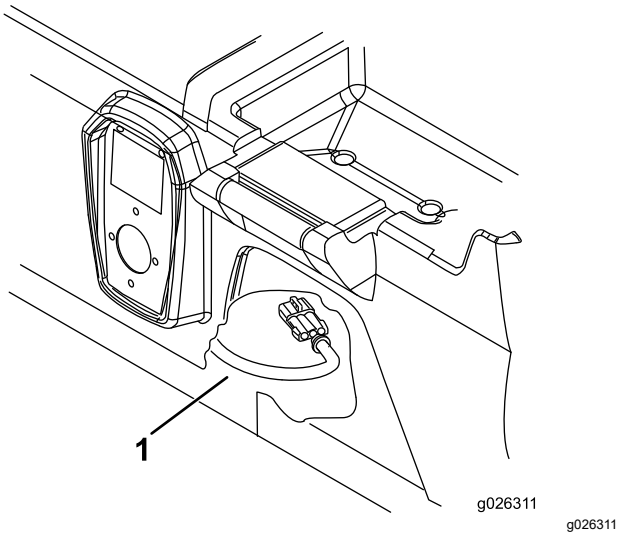

図 3
1. 座席ベースの下に手を入れて、チャージャ用ハーネスのコネクタを取り外す 図 3。